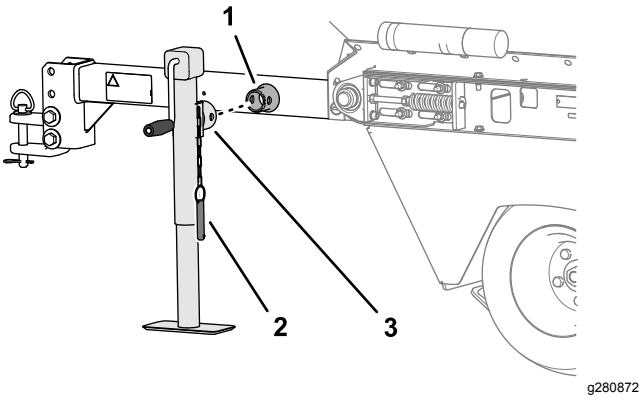

**Figur 6**
1. Skub donkraften på donkraftbeslagets rør på trækstangen (Figur 6).
2. Ret hullerne i donkraften ind efter hullerne i monteringsrøret, og fastgør donkraften med gaffelbolten (Figur 6).